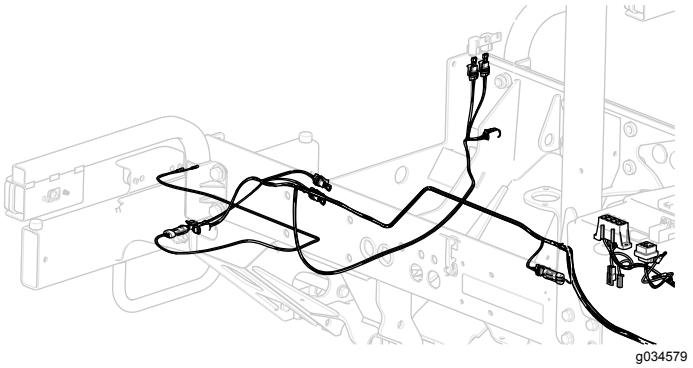

Figur 30
18. Dra det högra bakre kablaget under traktorenhetens högra sida till det högra bakljuset (Figur 30).
20. Dra det vänstra bakre kablaget under traktorenhetens vänstra sida till det vänstra bakljuset (Figur 30).